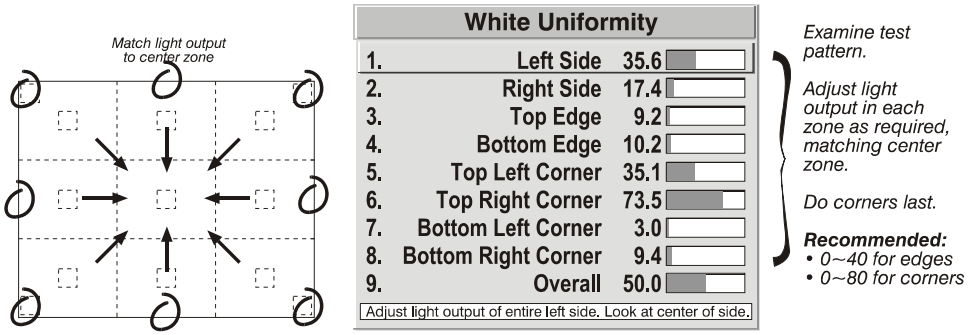

***Figure 3.18. Match Zones to Center Light Output***
**3a)** For each screen, compare the light output of each *edge* and *corner* to that of the *center*. If any of the areas differ, use the *White Uniformity* menu to match edges and corners to the center as described below (see Figure 3.18). Begin with the screen exhibiting the most obvious variations in light output.